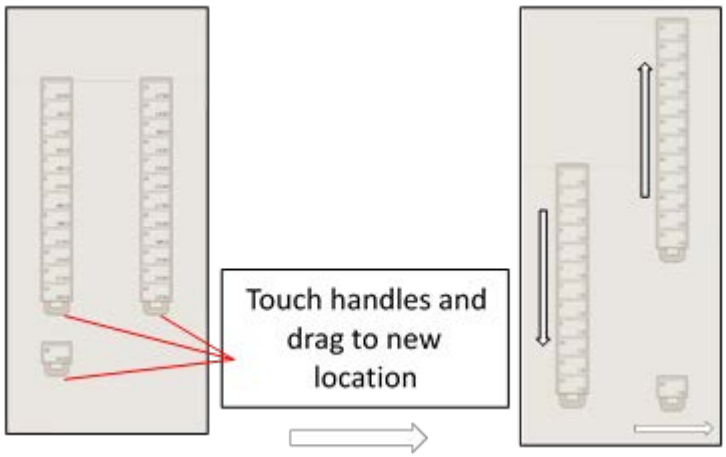

Figure 6.10: You can drag the leads up, down or switch sides.
1. Touch the handle at the bottom of the lead image to move it up, down, or switch sides to a position that reflects the lead location in the most recent fluoroscopy image (see Figure 6.10). This will aid in determining the best stimulation and measurement electrode combination.